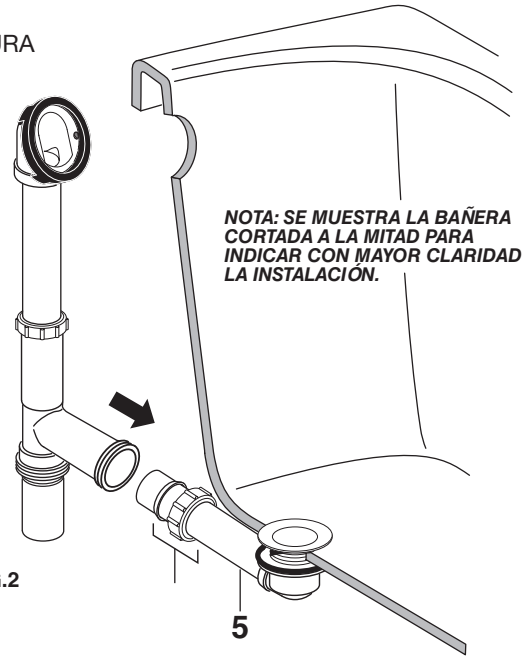

FIG.2
- Suelte la TUERCA DE JUNTA DESLIZANTE Y EL SELLO **(5)** e instale en el CONJUNTO DEL CODO DE DRENAJE **(6)**. Instale el CONJUNTO DEL CODO DE DRENAJE **(6)** en la pata horizontal de la T DE DRENAJE **(3)**. **FIG 2.**